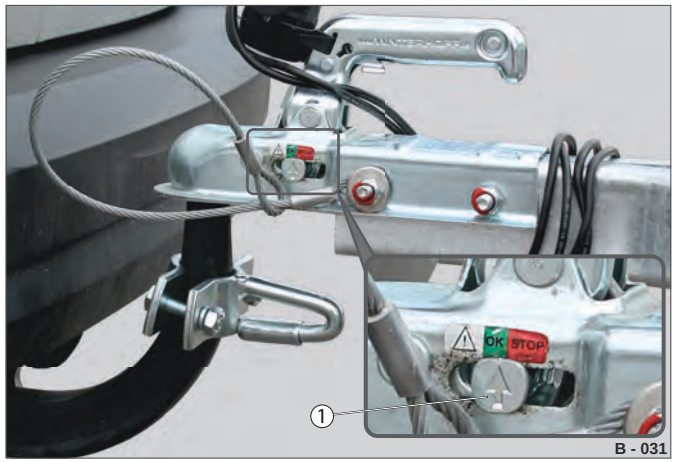

Fig. 7 Eksempel: Optisk indikator på kuglekoblingen
▶ Kontrollér efter sammenkoblingen af kuglekoblingen den optiske slitage- / sikkerhedsindikator (Fig. 7 /1).
▶ Kontrollér den optiske slitage- / sikkerhedsindikator - se side 33 / Fig. 7 .